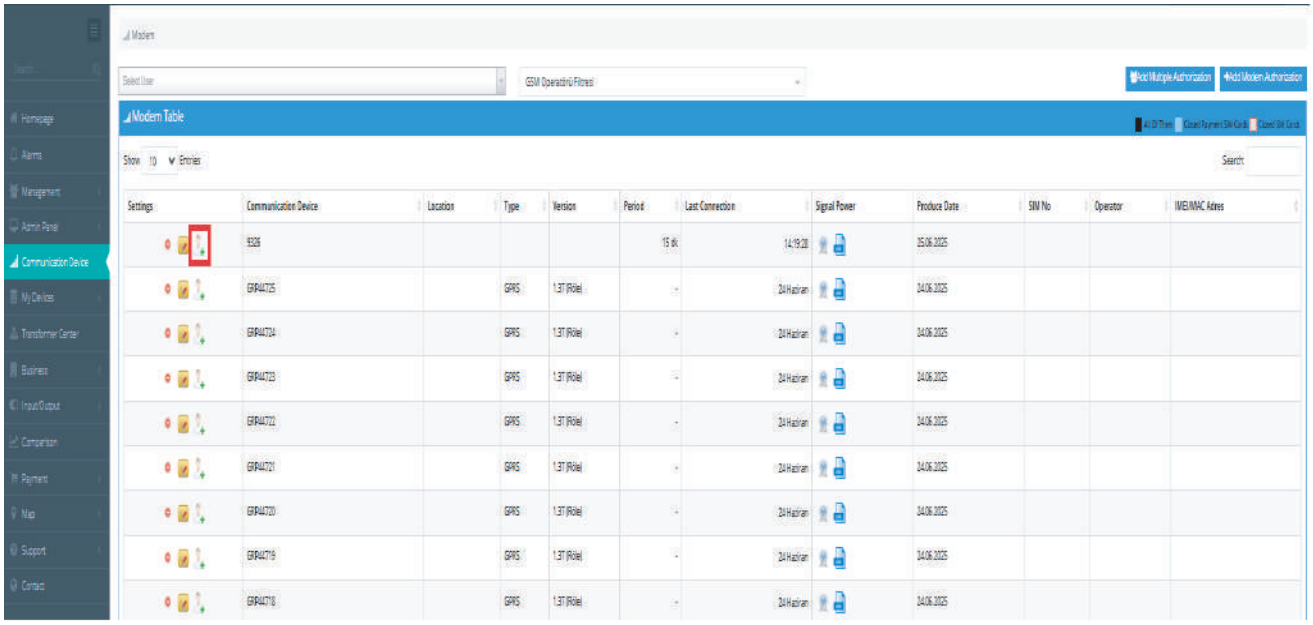

Figure 6.7
9. Click the "Authorization Settings" button to open a screen where you can assign permissions to sub-users you have created. (Figure 6.7)